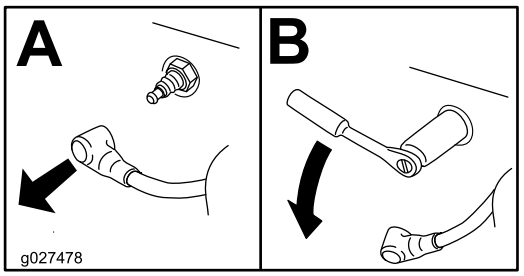

Figur 38
3. Fjern tændrøret (Figur 38).